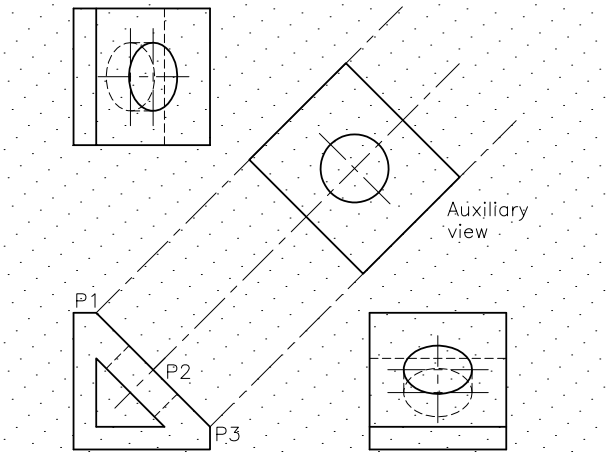

Figure 35-85 *Auxiliary, front, side, and top views*
3. Turn **ORTHO** on, and project points P1, P2, and P3 from the front view onto the auxiliary plane. Now you can complete the auxiliary view and give the dimensions. The projection lines can be erased after the auxiliary view is drawn (Figure 35-85).